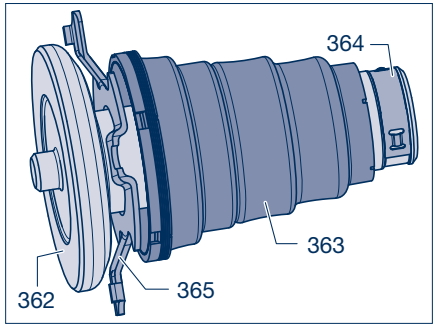

Рисунок 11
[10] Проверить комплектность предварительно смонтированных толкателей (362) с грязезащитным уплотнением (365), гофрированным чехлом (363) и скобой (364) и подготовить к монтажу, как показано на рис. 11.